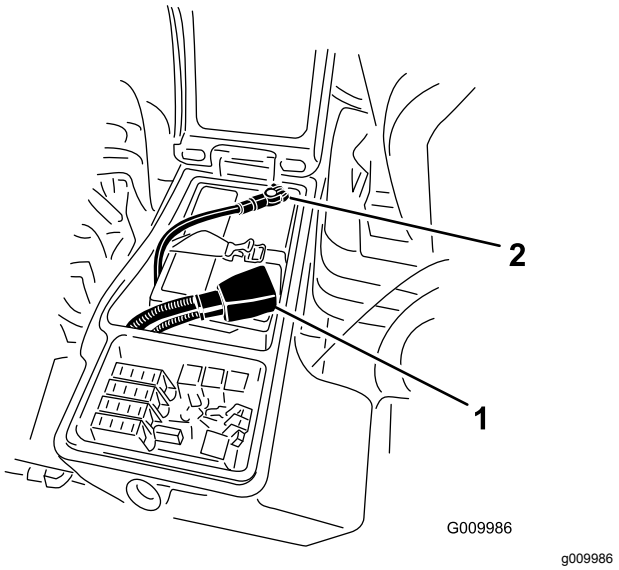

Figur 76
3. Fjern den negative kabelen (svart) fra den negative (-) polen og den positive kabelen (rød) fra den positive (+) polen (Figur 76).
6. Koble den positive kabelen (rød) til den positive (+) polen og den negative kabelen (svart) til den negative (-) polen (Figur 76).